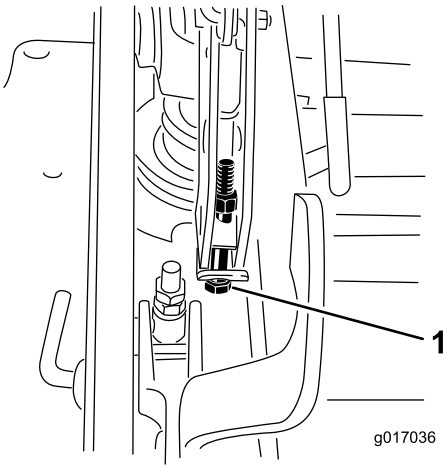

Figure 91
13. Si le tablier est trop bas, serrez le boulon de réglage monopoint dans le sens horaire. Si le tablier est trop haut, desserrez le boulon de réglage monopoint dans le sens antihoraire (Figure 91).